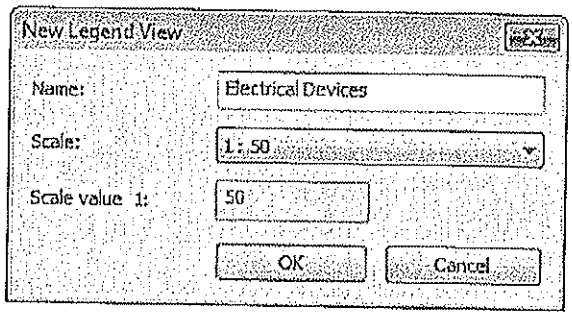

Figure 13–27
2. In the New Legend View dialog box, set the *Name* and *Scale*, as shown in Figure 13–27.